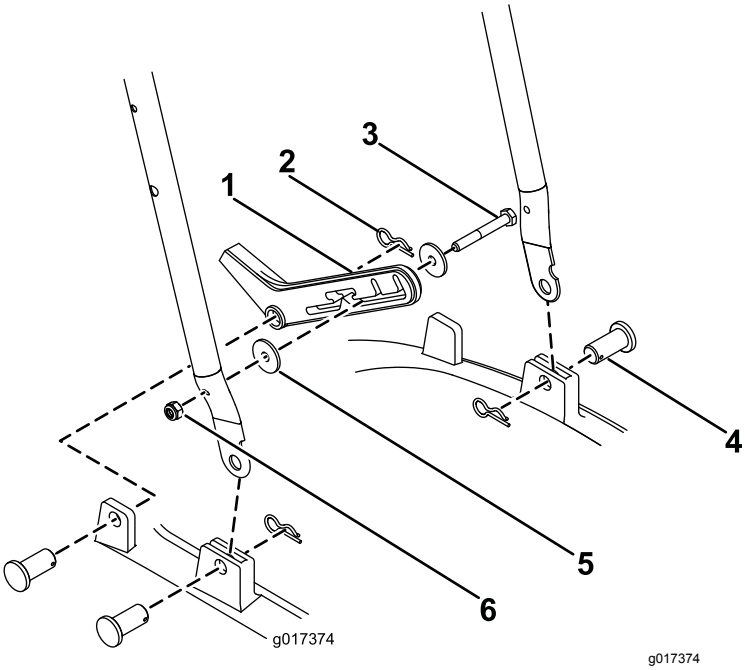

Rysunek 3
1. Wsuń dolny uchwyt do ramy (Rysunek 3).
2. Przymocuj każdą stronę sworzniem mocującym i zawleczką (Rysunek 3).
3. Przymocuj hamulec nożny do prawej strony dolnego uchwytu za pomocą nakrętki M6 i śruby M6 oraz 2 podkładek (Rysunek 3).
4. Przymocuj hamulec nożny do ramy za pomocą sworznia mocującego i szpilki (Rysunek 3).